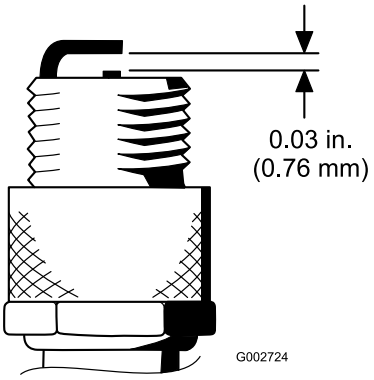

Figur 29
4. Still inn elektrodeavstanden mellom midten og siden på elektrodene til 0,76 mm, som vist i Figur 29.